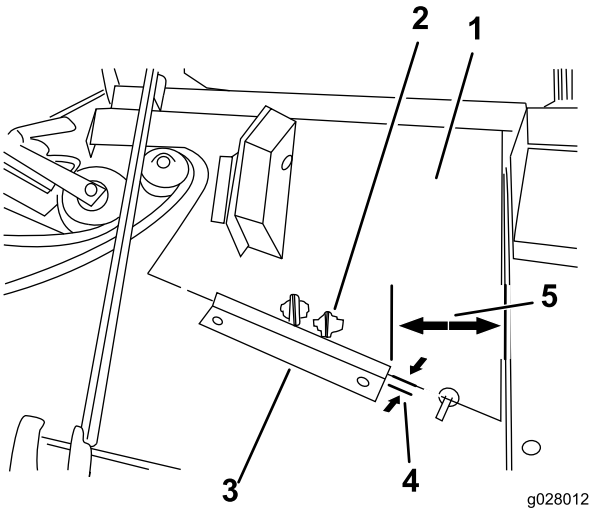

Figur 15
4. Använd måtten i Figur 15 och mät ut fjäderfästets monteringsläge på klippdäcket.
Obs: Tänk på att montera motvikten på rätt flik på klippenhetens fjäderfäste (Figur 15).